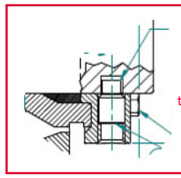

figura 1
8. Instale los dos tornillos de punta cilíndrica y apriételos. (figura 1)